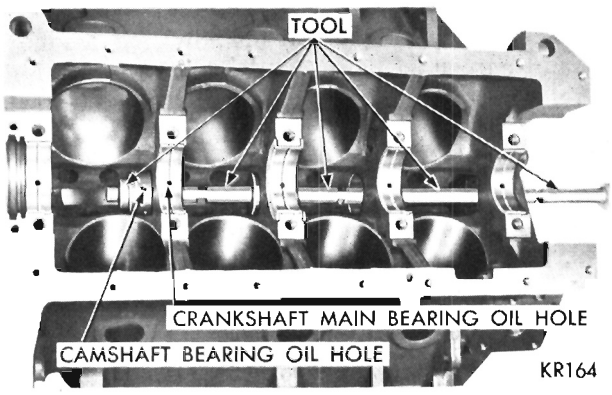

Fig. 26—Removing Camsraft Bearing Using Tool C-3132A
(1) With engine completely disassembled, drive out camshaft rear bearing welch plug.
(2) Install proper size adapters and horse shoe washers (part of Tool C-3132A) at the back of each bearing to be removed and drive out bearings (Fig. 26).
(1) Install new camshaft bearings with Tool C-3132A. Place new camshaft bearing over proper adapter.
(2) Position bearing in the tool. Install the horse shoe lock and by reversing removal procedure, carefully drive bearing into place (Fig. 26).
(3) Install remaining bearings in like manner.